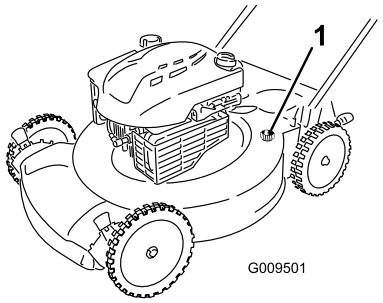

**Figuur 30**
4. Bevestig een tuinslang die aangesloten is op een kraan aan de wasaansluiting op de machinebehuizing (Figuur 30).